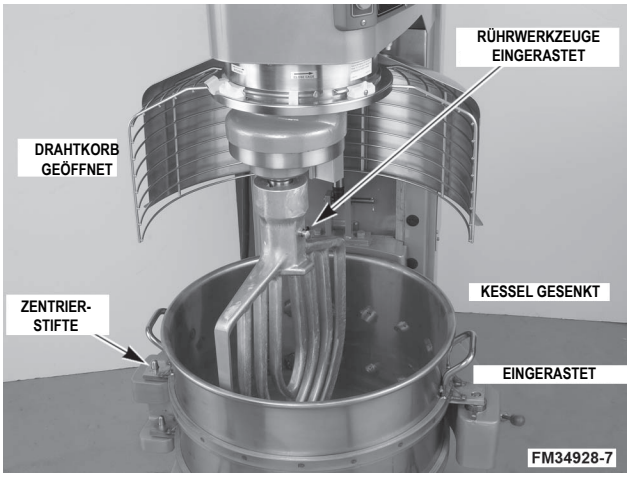

Abb. 4
3. Lassen Sie den Kessel in der Kesselhalterung (Abb. 4) einrasten.
4. Schieben Sie das Rührwerkzeug bis zum Anschlag die Rührwelle hoch, bis es einrastet (Abb. 4).
Der Kessel muss eingerastet sein, damit er angehoben werden kann (Abb. 4). Halten Sie den Pfeil nach oben gedrückt, der sich am Schalter des Kessels befindet. Um den Kessel zu senken, halten Sie den Pfeil nach unten gedrückt.